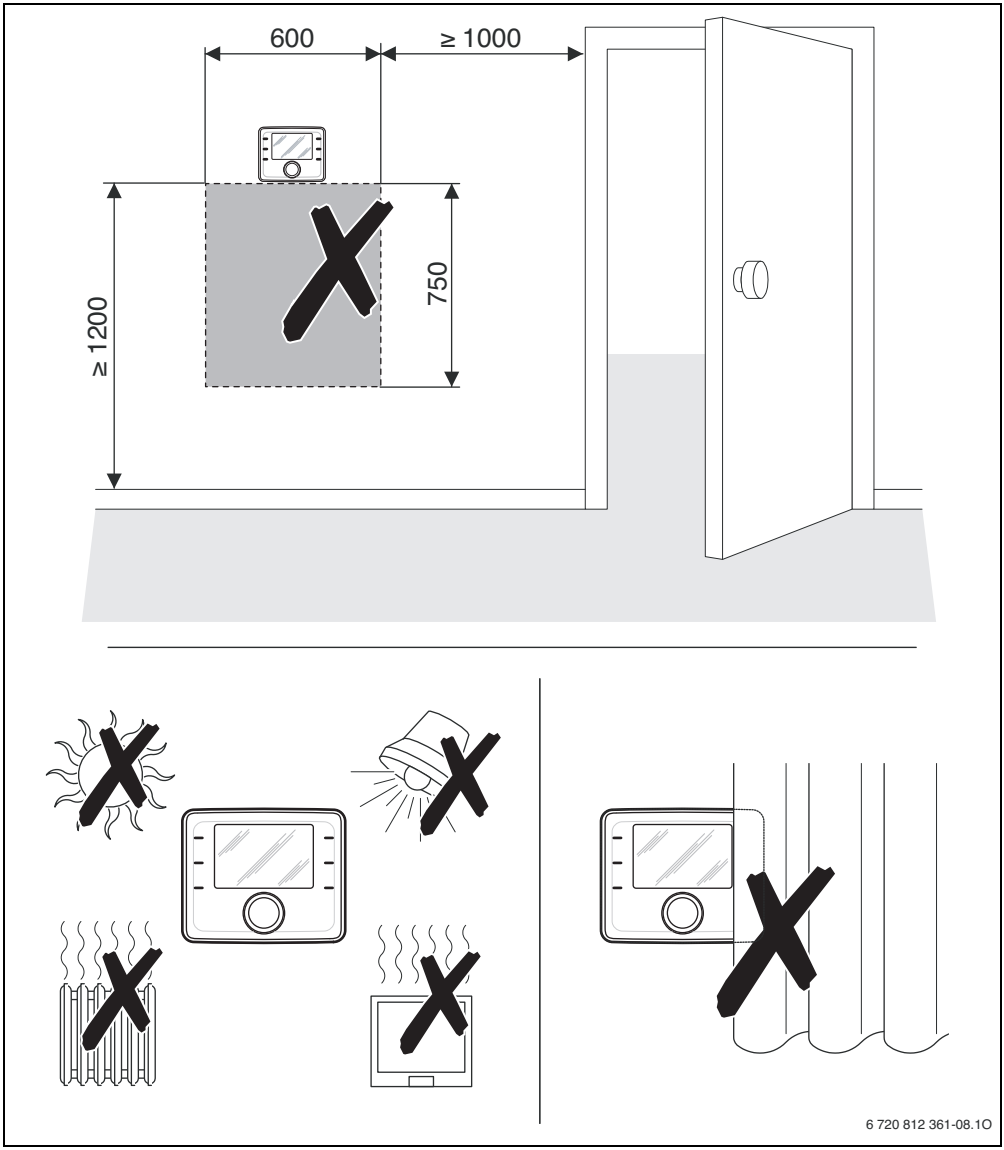

Fig. 4 Lieu d'installation dans la pièce de référence
- Le lieu d'installation (= pièce de référence) doit être adapté à la régulation de l'installation de chauffage (→ fig. 4, page 9).